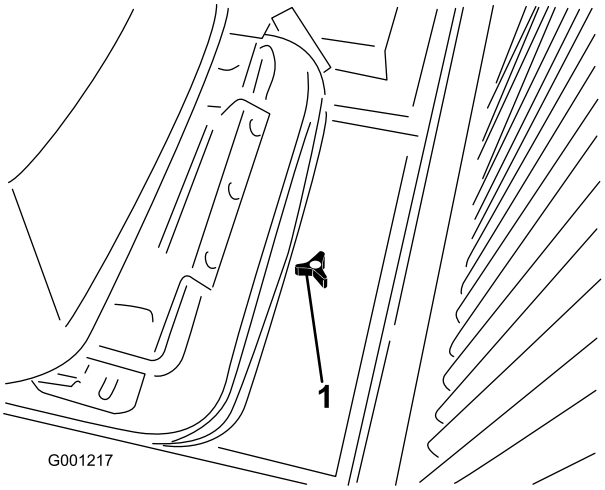

Figuur 32
1. Draai de knop los en verwijder het inspectieluik op de achterkant van de bevestigingsplaat van de stoel (Figuur 32).